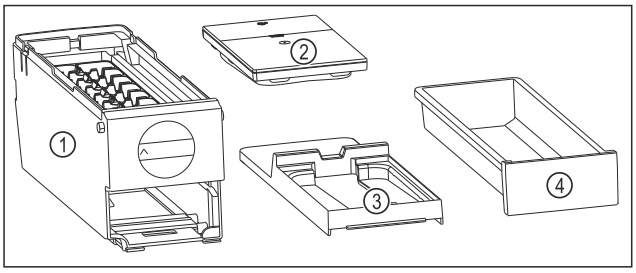

Fig. 107 Sestavni deli modula EasyTwist-Ice
▷ Modul EasyTwist-Ice je razstavljen na štiri dele. (glejte Fig. 107)
▶ Modul EasyTwist-Ice razstavite le na prikazane sestavne dele. (glejte Fig. 107)
▶ Glavni del EasyTwist-Ice *Fig. 107 (1)* očistite kot celoto.